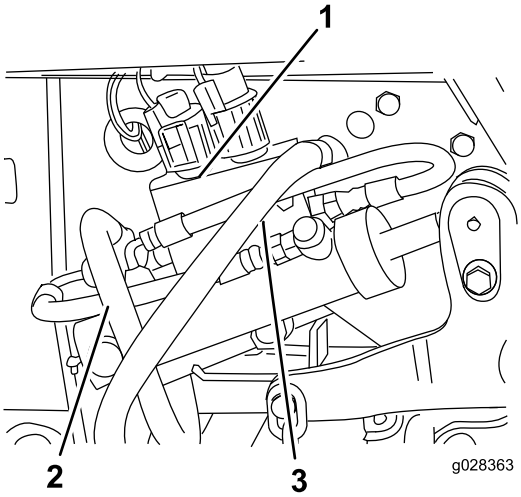

Figur 100
16. Fjern tankslangen fra kontrolventilen (Figur 100).
19. Frakobl trykslangen fra kontrolventilen (Figur 100).